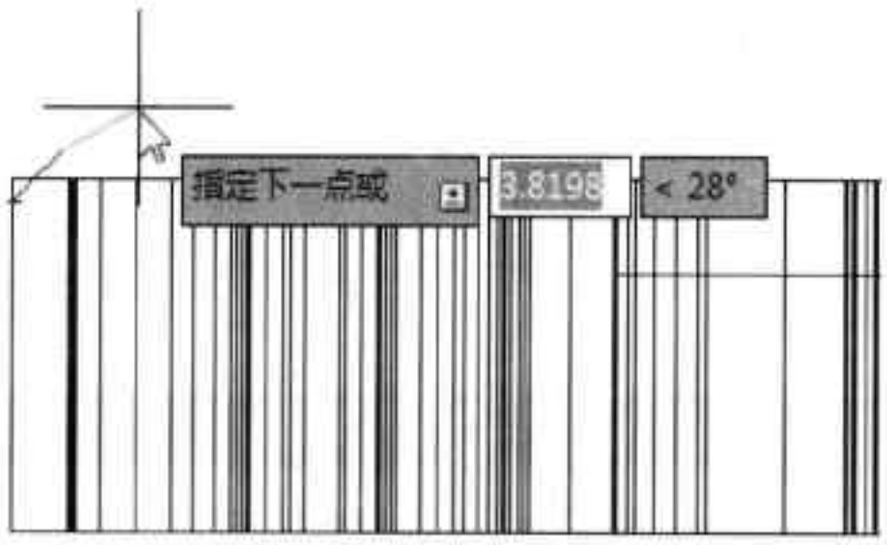

图12-59 绘制斜线
Step22 在命令行中输入“@0，-1”，按下回车键，再输入“@3<45”，如图12-59所示。